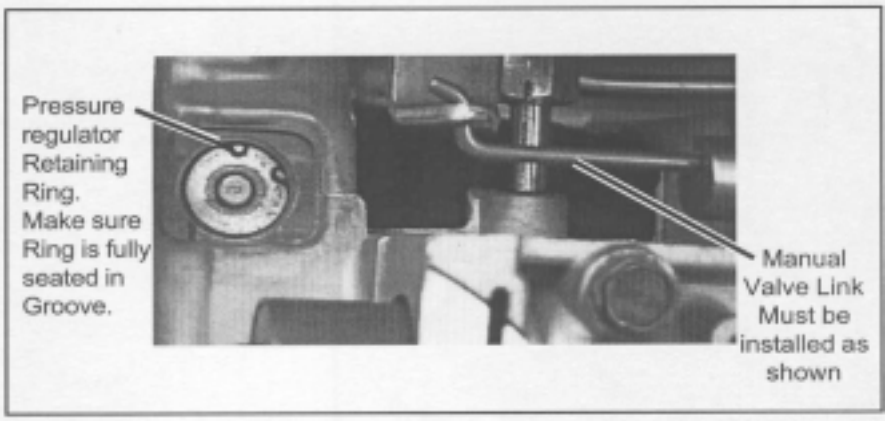
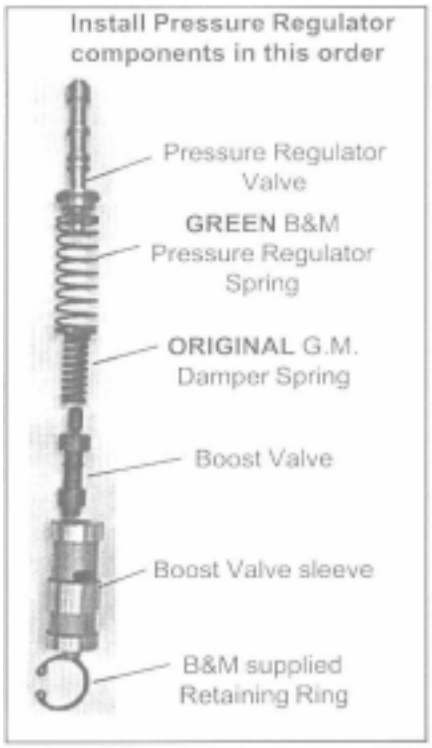
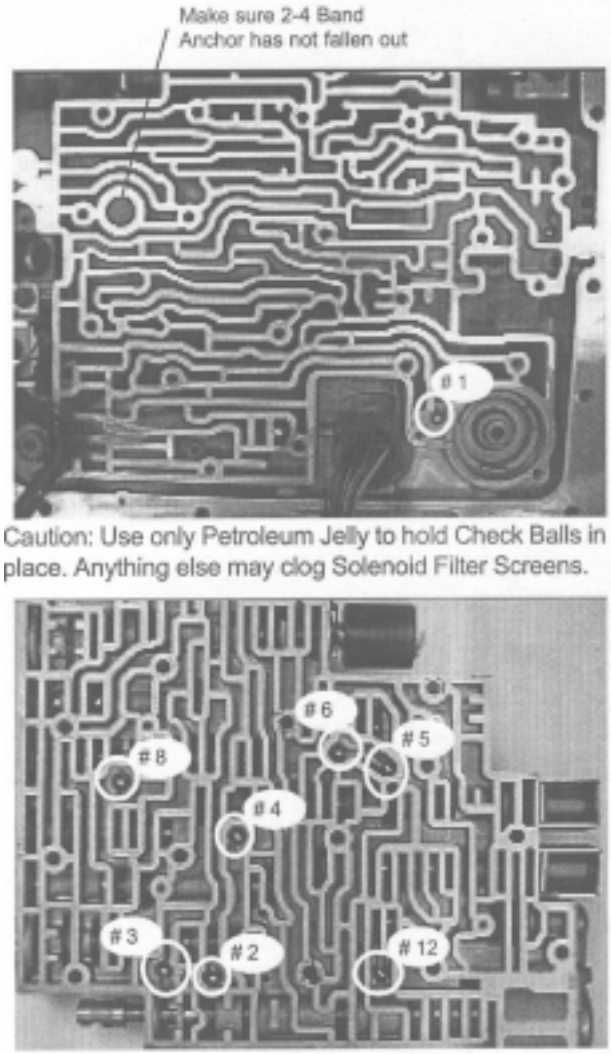

Figure 3.
Figure 4
Figure 12. Check Ball Placement
STEP 7. Heavy Duty and Street; Remove the snap ring at the end of the pressure regulator bore (See Fig. 3). Use a screwdriver to push against the spring loaded Boost Valve sleeve while removing the retaining ring. Remove Boost Valve Sleeve and Valve and the Pressure Regulator Spring. The Pressure Regulator Valve may fall out but it does not have to be removed. Reassemble the pressure regulator assembly as shown (See Fig. 4) using the GREEN Pressure Regulator Spring from the kit. Use the new retaining ring included with kit. Important: Make sure the retaining ring is fully seated in its groove when assembled. If the retaining ring is not fully seated in its groove, the pressure regulator assembly will blow out of its bore resulting in NO LINE pressure.
STEP 10. Place check balls in valve body and case (See Fig. 12) in the positions shown. Use a dab of petroleum jelly to hold check balls in position. Double check the checkball placement against the provided diagram to prevent misplacement. Improper checkball placement can result in severe transmission damage.
STEP 15. Make sure Valve Body check balls are in correct locations (See Fig. 12). Position the manual valve so the manual valve link can be engaged (See Fig. 4). The manual valve link must be placed into the hole in the manual valve at a right angle to valve axis, then rotated 90 degrees to allow the valve to enter the manual valve bore. Do not force valve or link at any time. When the valve is fully engaged, align the valve body and case holes and install one bolt finger tight to hold valve body in place. Refer to your sketch and notes to properly position wire harness clips and solenoid connectors. Install all of the remaining bolts finger tight to finish lining up the separator plate and gaskets (See Fig. 2). Tighten all the valve body, accumulator and support plate bolts to 11 Nm (8 Lb. Ft.). Avoid striped threads. Do not over tighten bolts.